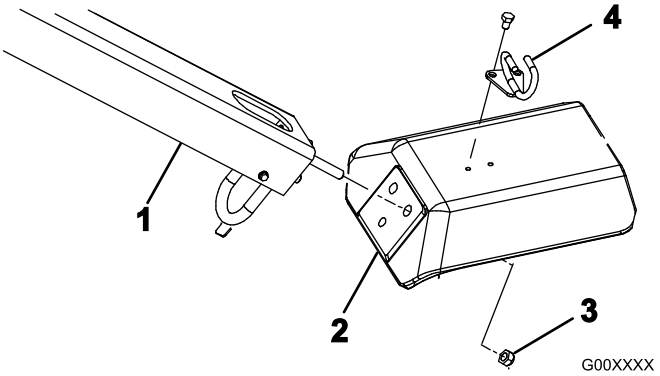

Figur 4
2. Før inn håndtakets monteringsbolter i hullene i gaffelen (Figur 4).
3. Fest håndtaksboltene til gaffelen med tre låsemutrer (1/2 tomme) (Figur 4)
5. Fest kabelføreren øverst på gaffelen med to bolter (5/16 x 1/2 tomme) (Figur 4).